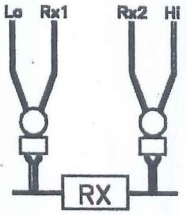

Fig. 3
4) Connect the 2 clips as following Fig. 3 to measure the unknown resistance.